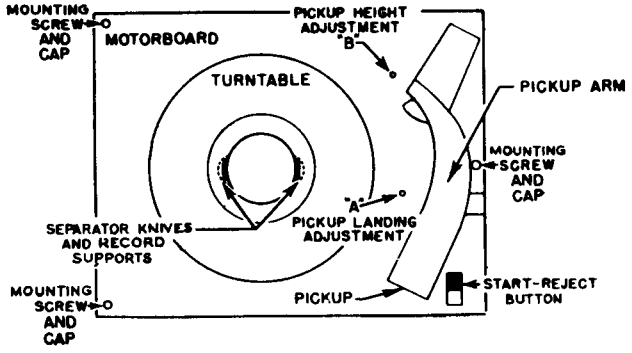

FIG. 18—TOP VIEW RP168A RECORD CHANGER
1. After the tripping adjustment has been made as described above, turn the eccentric landing adjustment stud (45C) so that the sapphire will set down on the record half-way between the outer edge and the first music groove. This position is 2⅝" from the turntable spindle. The location of the adjustment stud is illustrated in Figure 18.
Set the mechanism in cycle. Turn the turntable by hand, until the pickup arm has reached its maximum height. By means of a screwdriver turn the height adjustment stud (45D) until the distance between the top of the turntable and the sapphire point is ¾". Use that position of the eccentric stud which causes the pickup arm to rise during clockwise adjustment of the stud. The location of the adjusting stud is illustrated in Figure 18.